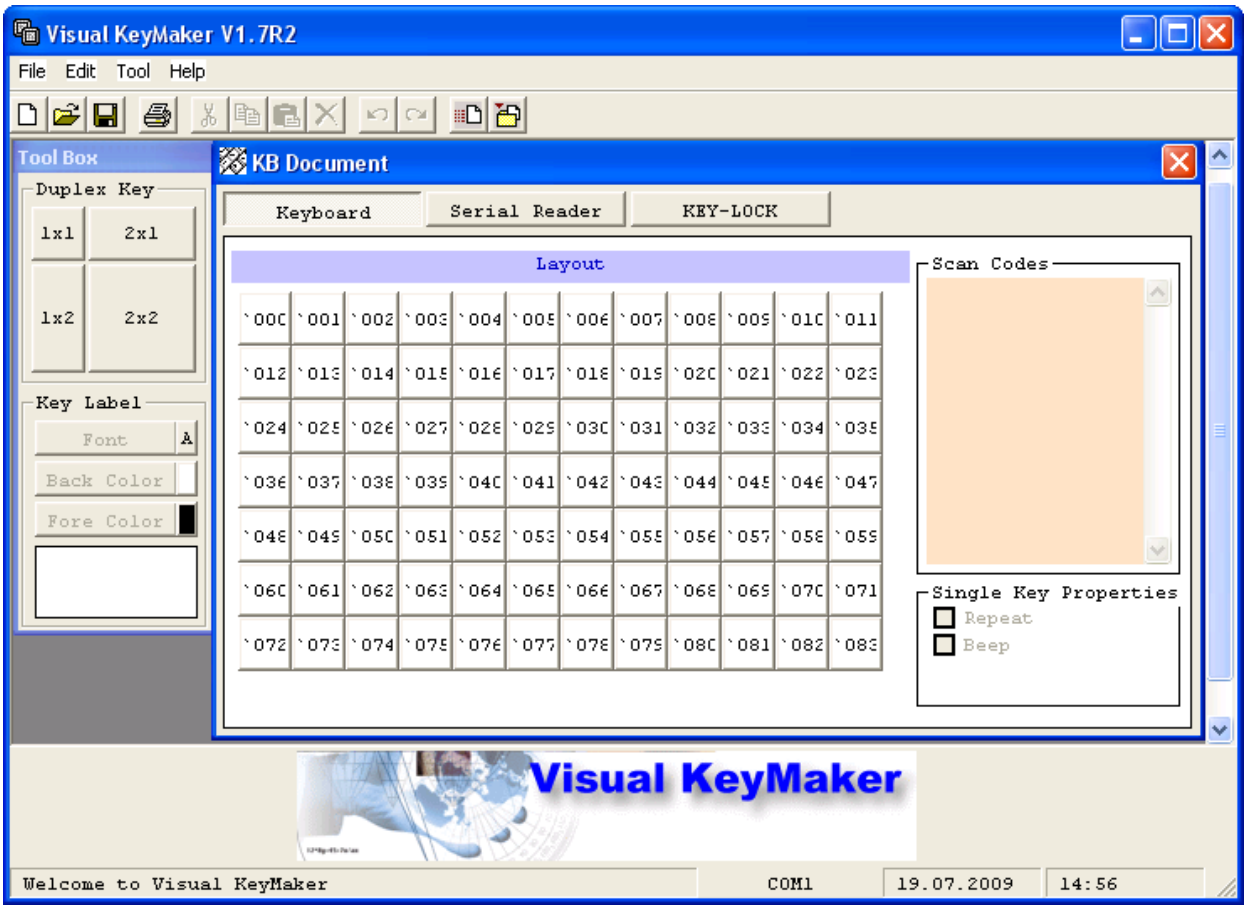

Figure 8.9-14. Settings for programming
- In result settings for programming the Special keyboard device will be displayed in the "Visual KeyMaker" interface box (Figure 8.9-14).
Note. Every key in the layout has a set of symbols of the kind (<'>, <n>, <xx>) – see.Figure 8.9-14.Symbols have the following value: